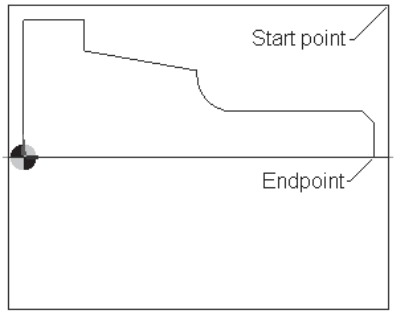
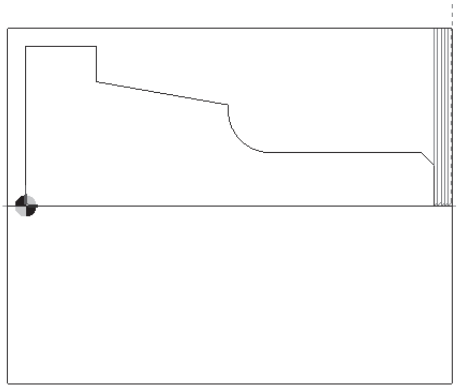

Figure 7-34 *Start point and endpoint of the cut to be selected*
Figure 7-35 *The Straight Turn toolpath generated*
c. Select the turn tool and generate the straight turn toolpath. Refer to Figures 7-34 and 7-35.
8. Select **Face** from the **Cut Direction** drop-down list. If this list is not available, you will select the cut direction from the model. Choose **OK**; you are prompted to select the start point of the cut. Select the right top corner of the stock, as shown in Figure 7-34.
9. You are prompted to select the destination point of the cut. Select the point at the end of the profile, as shown in Figure 7-34. If the point is not highlighted, press the TAB key until it is highlighted. After selecting the point, right-click; the toolpath is generated and displayed, as shown in Figure 7-35.